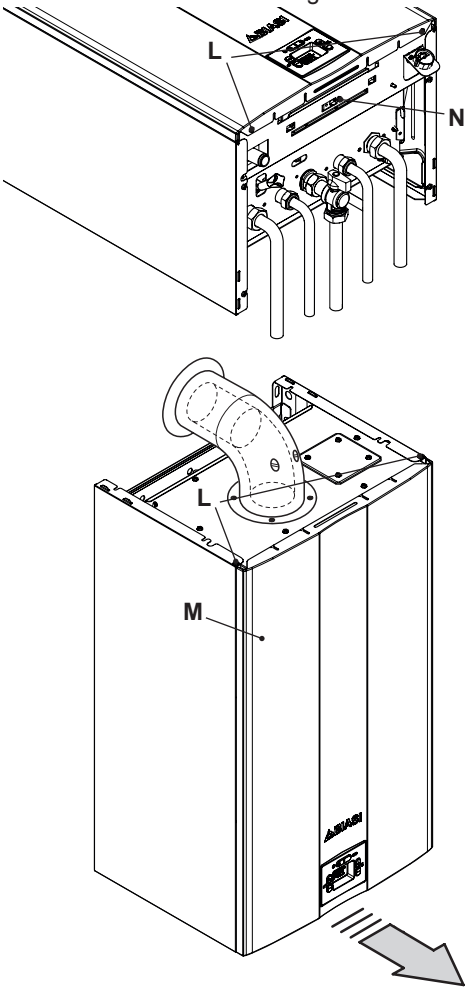
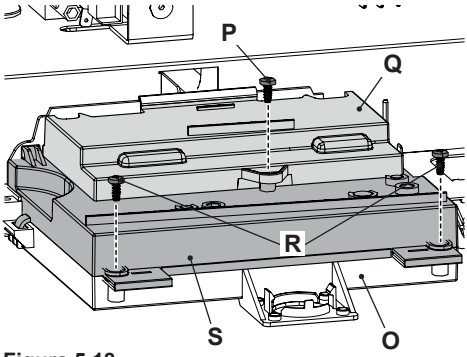

Figura 5.17
Figura 5.18
- Svitare le viti **L** e rimuovere il pannello frontale **M** tirandolo a sé Figura 5.17.
- Svitare la vite **N** (Figura 5.17) e ruotare il pannello comandi **O**, come illustrato in Figura 5.18.
- Svitare la vite **P** e sollevare il coperchio **Q** per liberare i cavi dai pressacavi (Figura 5.18).
- Svitare le viti **R** e sollevare il coperchio **S** (Figura 5.18).